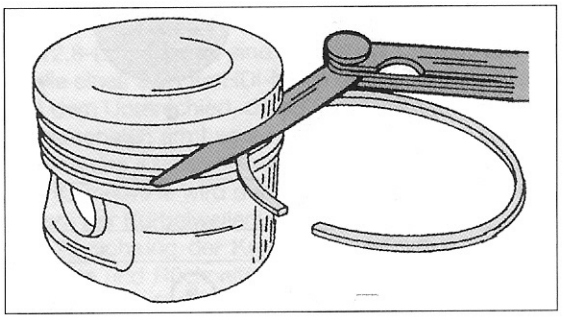

Bild 98
- Das Höhenspiel der Kolbenringe in den Nuten des Kolbens ausmessen, indem man die Kolbenringe der Reihe nach in die jeweilige Nut einsetzt, wie es in Bild 98 gezeigt ist. Mit einer Fühlerlehre den Spalt zwischen der Ringfläche und der Kolbennutenfläche ermitteln. Offiziell werden keine genauen Werte angegeben, jedoch gelten 0,10 mm als Richtwert der Verschleißgrenze, d. h. der Kolben muss erneuert werden.